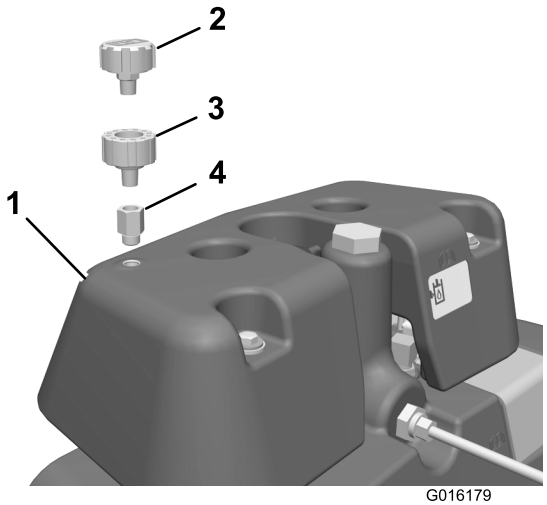

Figur 9
34. Montera hydraulkopplingen, ventilatoradaptern och ventilatorn på läckagedetektortanken såsom visas i (Figur 9).